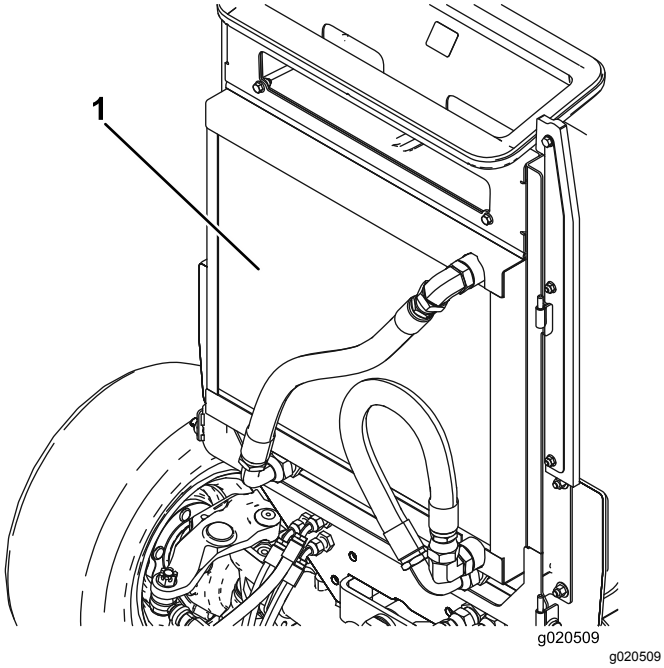

Figur 79
3. Rengör noga på båda sidor om oljekylaren och kylaren (Figur 79) med tryckluft. Börja framifrån och blås skräpet bakåt. Rengör sedan bakifrån och blås framåt. Upprepa detta flera gånger tills alla beläggningar och allt skräp har försvunnit.